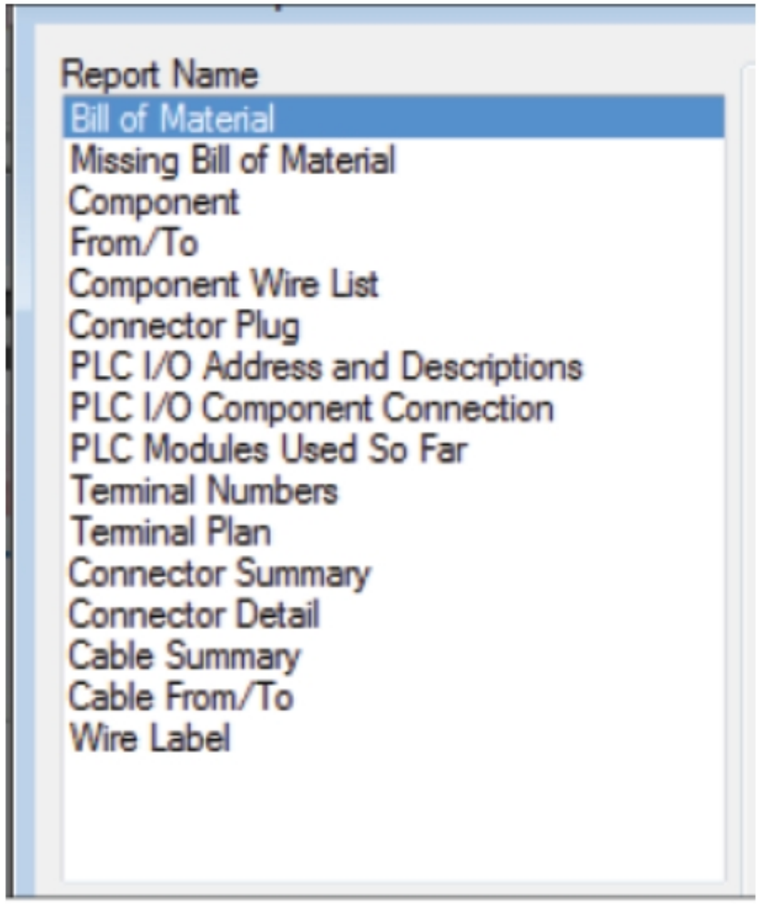

Figure-3. Report Name box
- We have a big list of report types in the **Report Name** selection box at the left; refer to Figure-3. Select desired report type from the selection box, the options in the dialog box will be modified accordingly.